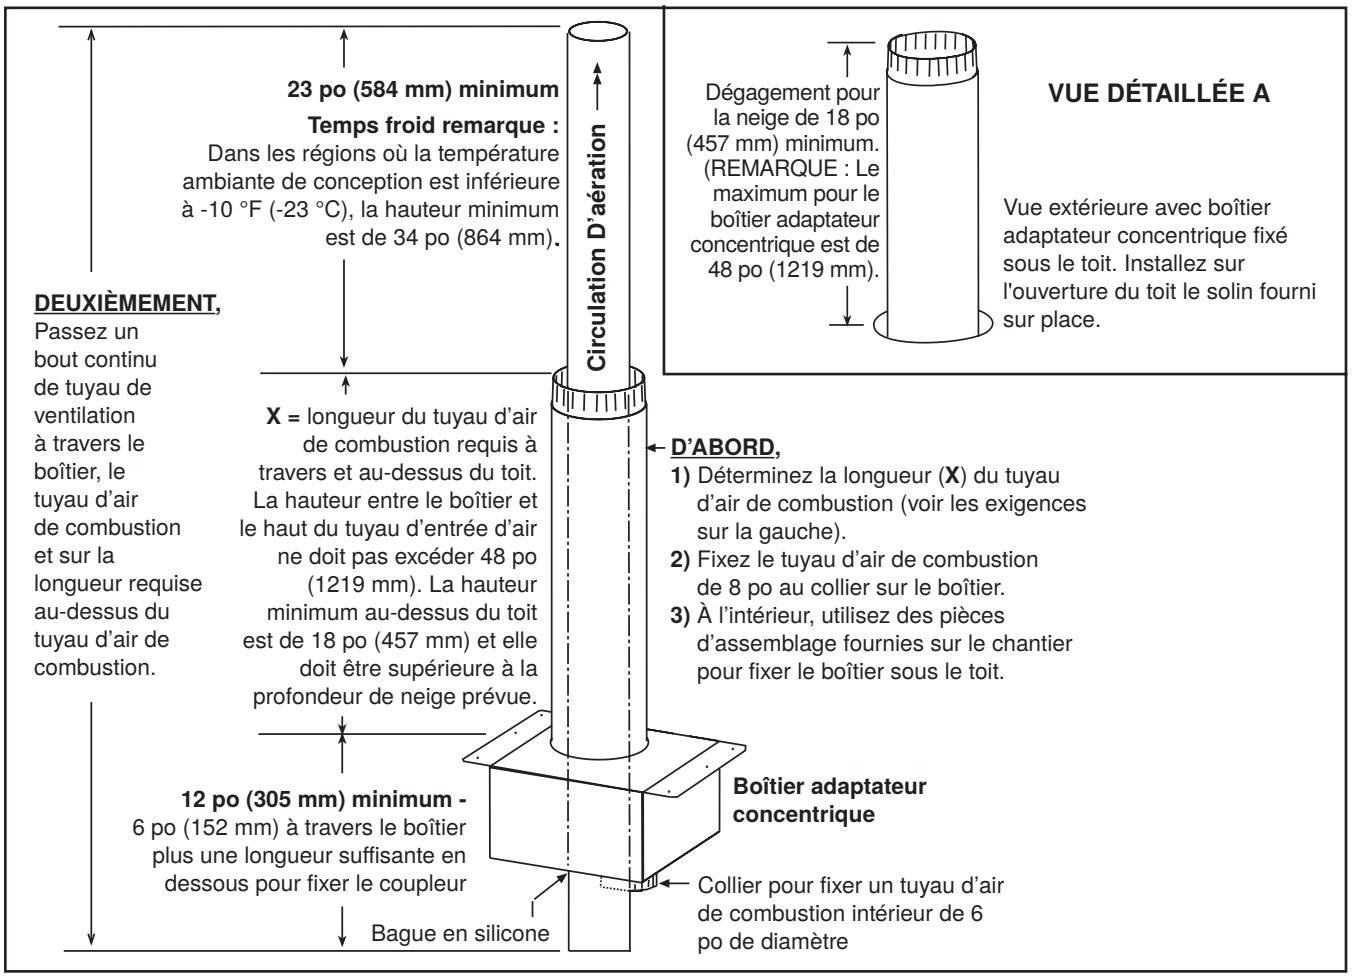

**Figure 15. Installation du tuyau d'air de combustion**
4. Raccordez le tuyau d'air de combustion au boîtier adaptateur concentrique (voir **Figure 15**) :
a. Déterminez la longueur du tuyau d'air de combustion de manière à ce que la dimension X dans la **Figure 15** soit égale à l'épaisseur du toit plus la profondeur de neige anticipée. Assurez-vous que le tuyau d'air de combustion ne mesure pas plus de 48 pouces (1,219 mm) de longueur et qu'il dépasse du toit d'au moins 18 pouces (457 mm).
a. Insérez le tuyau d'air de combustion à travers le toit comme montré dans la **Figure 15**, DÉTAIL A.
a. Reportez-vous à la **Figure 15** pour déterminer la longueur requise de la section continue du tuyau d'évent. Déterminer la longueur comme suit : **1**) commencer par au moins 6 pouces (152 mm) en dessous du boîtier adaptateur concentrique pour la connexion au coupleur, **2**) plus 152 pouces (6 mm) dans le boîtier, **3**) plus la longueur du tuyau d'air de combustion, **4**) plus au moins 23 pouces (584 mm) au-delà du haut du tuyau d'air de combustion—le total correspond à la longueur minimale de la section du tuyau de ventilation.